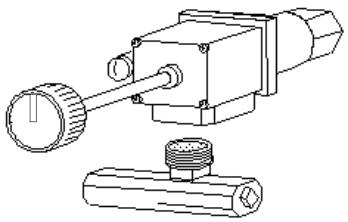
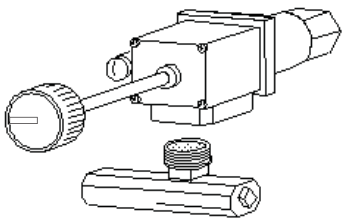
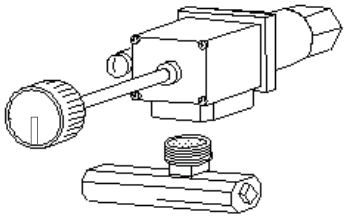

Fig. 24-1
Fig. 24-2
Fig. 24-3
1. Pour allumer le pilote de la position **PILOTE** (Fig. 24-2), enfoncez légèrement sur la poignée de bouton ou de tige et tournez-vous vers la position de repos (Fig. 24-1).
Attendez cinq minutes pour dégager dehors n'importe quel gaz. Si vous sentez alors le gaz, ARRÊTEZ! Informez votre fournisseur de gaz ou le département de feu immédiatement. Si vous ne sentez pas le gaz, alors tournez le bouton ou la poignée de tige à la position **PILOTE** (Fig. 24-2) et puis passez dessus à l'étape 2.
2. Poussez le bouton ou la poignée de tige entièrement dedans et en même temps, placent une longue allumette allumée au brûleur pilote. Le pilote devrait s'allumer. Tenez le bouton ou la poignée de tige dedans pendant approximativement 60 secondes. Si le pilote ne reste pas allumait, tourne entièrement la position de repos (Fig. 24-1).
1. Allumer le brûleur de la position **PILOTE** quand le pilote est s'est allumé (Fig. 24-2), tournent le bouton ou manipulez 90° dans le sens contraire des aiguilles d'une montre à la position de fonctionnement (Fig. 24-3).
2. Pour s'éteindre le brûleur de la position de fonctionnement (Fig. 24-3), tournez le bouton ou manipulez 90° dans le sens des aiguilles d'une montre à la position **PILOTE** (Fig. 24 -2).
3. Pour s'éteindre le pilote de la position **PILOTE** (Fig. 24-2), enfoncez légèrement sur la poignée de bouton ou de tige et tournez 90° dans le sens des aiguilles d'une montre à la position de repos (Fig. 24-1).